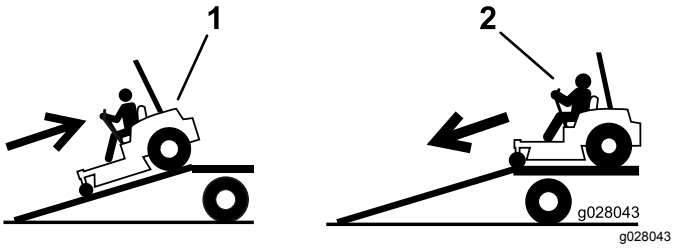

Figuur 42
4. Rij de machine achteruit op de oprijplaat (Figuur 42).
2. Rij de machine vooruit de oprijplaat af (Figuur 42).